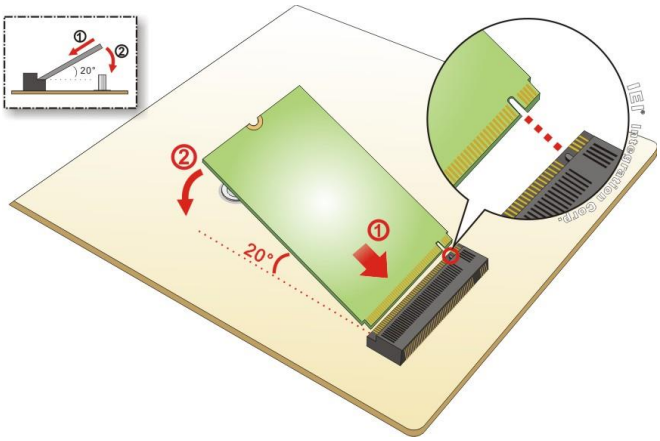

Figure 4-4: Inserting the M.2 Module into the Slot at an Angle
Step 3: Line up the notch on the module with the notch on the slot. Slide the M.2 module into the socket at an angle of about 20º (**Figure 4-4)**.
Step 2: Line up the notch on the M.2 module with the notch on the slot. Slide the M.2 module into the socket at an angle of about 20º. (See **Figure 4-4**)